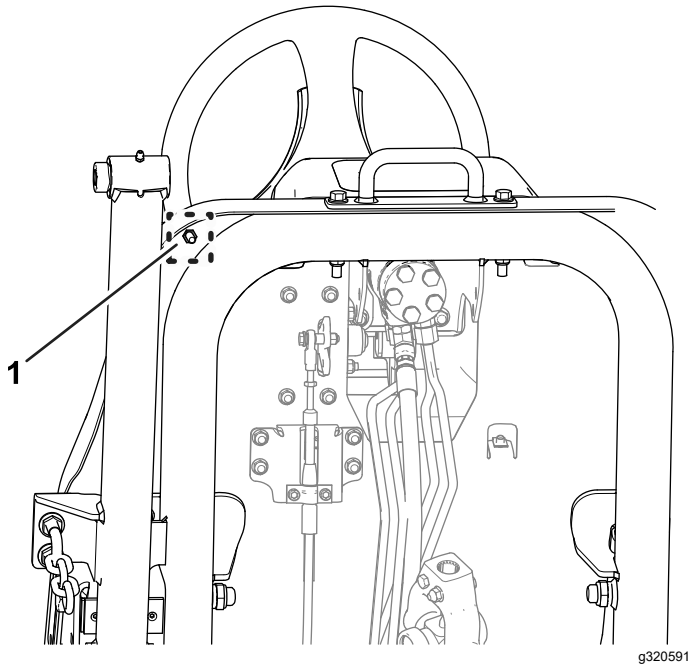

Figuur 80
B. Draai de contramoer aan de onderkant van de voetsteunplaat los (Figuur 80).
F. Hou de aanslag van het pedaal vast en trek de contramoer onderaan de voetsteunplaat (Figuur 79 en Figuur 80) aan met 37-45 N·m.